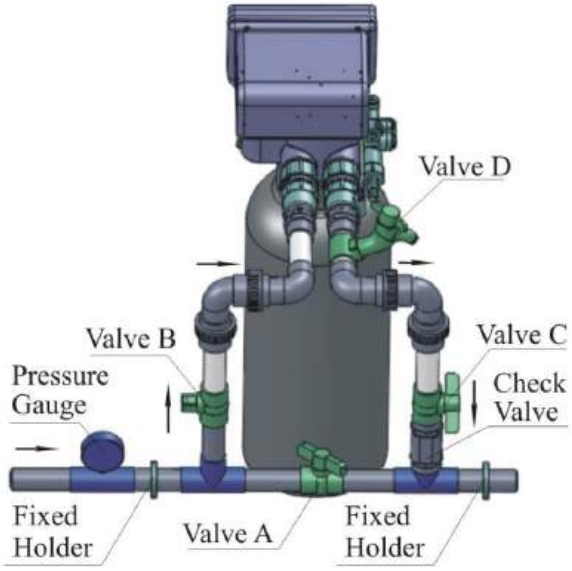

Рисунок 1-3
4. Присоединение к трубопроводу (см. рисунок 1-3).